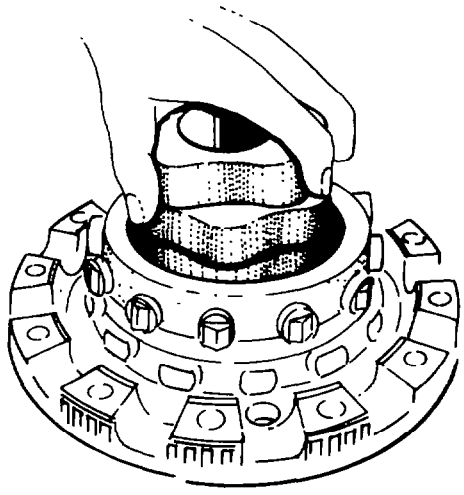

Fig. 330 — Installing Inner Cam
f. Ensure all the wedges are pushed outward, then dip the hub of the inner cam in gear oil (OEP-220), align the hub of the inner cam with the bush in the driving cage and install the inner cam (see fig. 330).